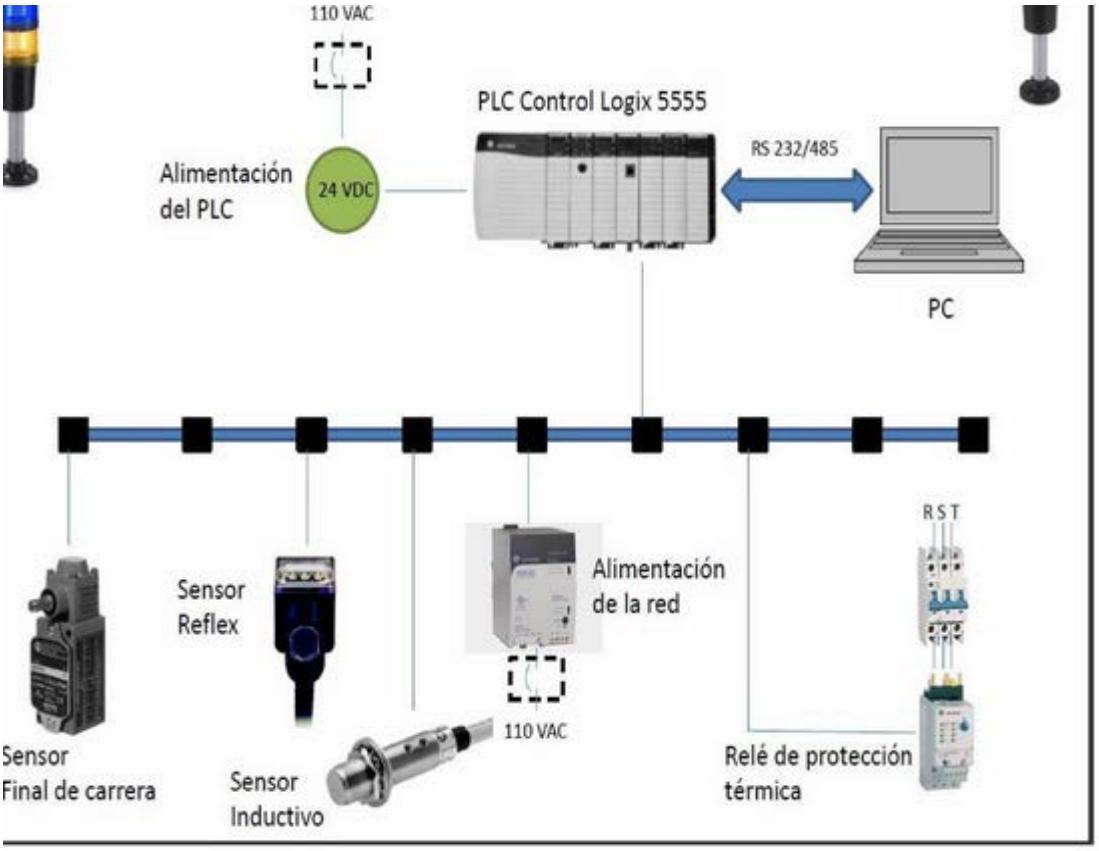

*Fig. 3. Estructura red industrial FIN.*
**Capa 1 - ámbito de las redes industriales (FINs)** - más cercanos a los dispositivos periféricos en la red - Sensores y actuadores (fig. 3).
Las redes industriales de campo (FINs) están trabajando en el nivel más bajo y proporcionar conexiones entre dispositivos industriales simples (sensores, actuador) y dispositivos en un nivel superior de control (PLC controladores y ordenadores) (Fig. 3). Las redes de campo son flexibles y abiertas (que permite extensiones). Suelen trabajar con dispositivos de diferentes compañías y proporcionan las siguientes actividades: